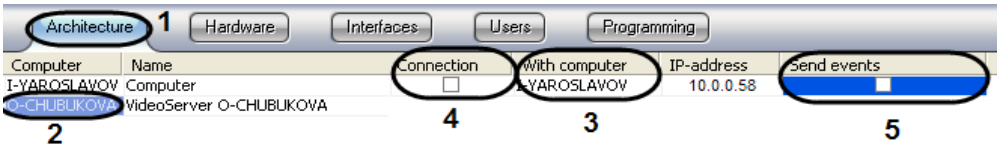

Figure 8.2-6 Configuring the distributed system components interaction
1. Go to the “Architecture” tab in the “System settings” dialog box (Figure 8.2-6).